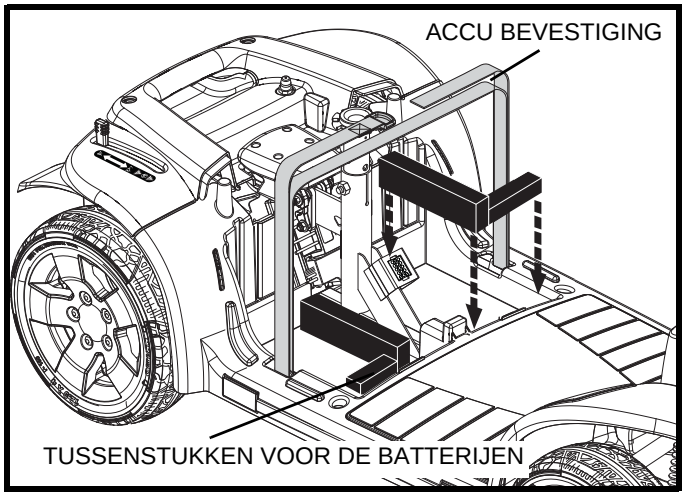

**Figuur 25. Tussenstukken voor de batterijen**
***NOTA: Indien tussenstukken zijn voorzien om de batterijen vast te zetten, verwijder die dan en bewaar ze op een veilige plaats voor wanneer de scooter opnieuw wordt samengesteld. Zie figuur 25.***
6. Indien die er zijn, plaats de tussenstukken terug. **Zie figuur 25.**